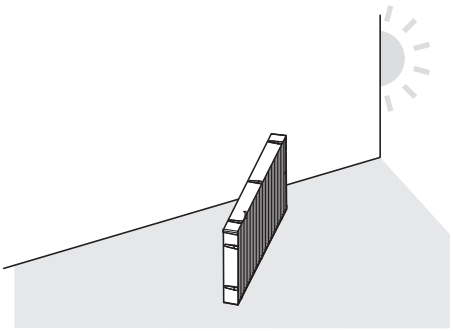

Figura 2
2) Seque la unidad del filtro de aire. (Figura 2)